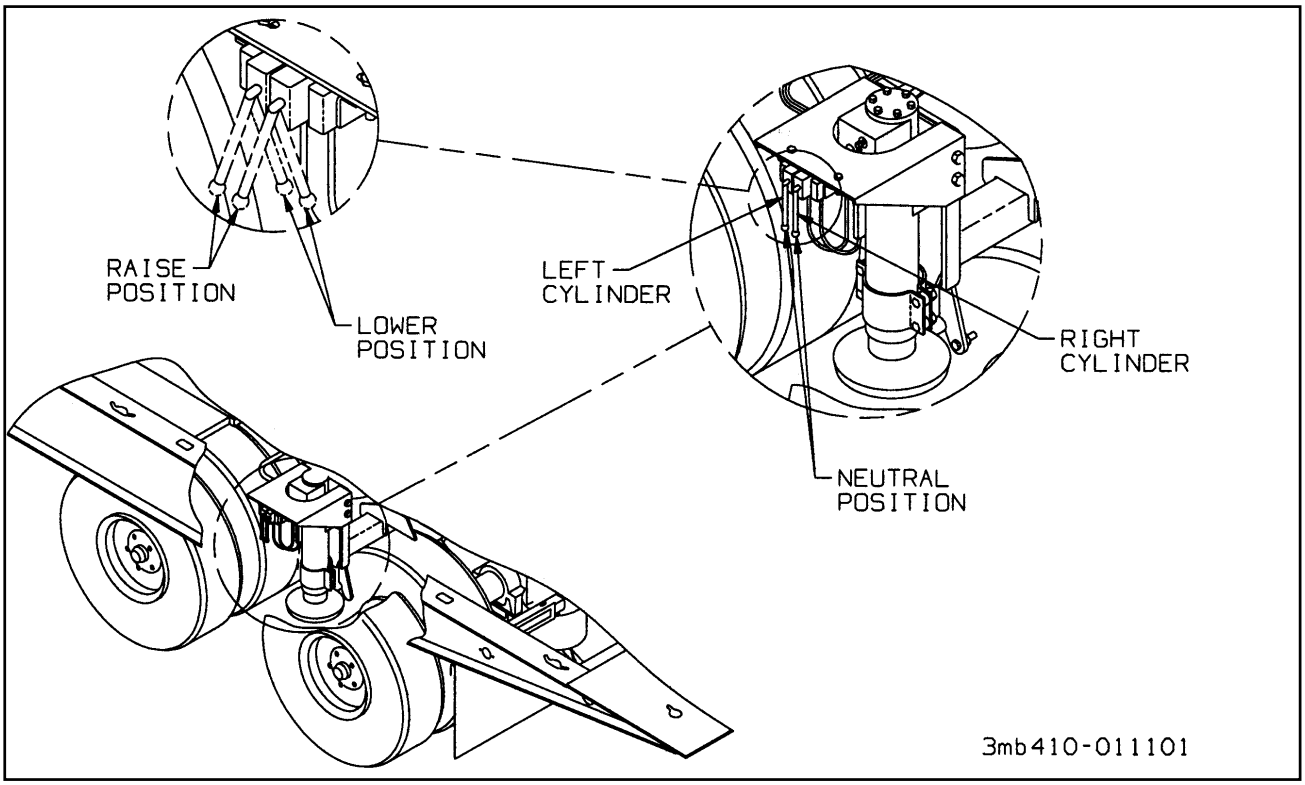

**Figure 3-6 Dock Leveler Controls**
**3-15.2** The **DOCK LEVELER CONTROLS** are located under the deck, on the driver's side, between the axles **(See Figure 3-6)**. The front-most control adjusts the cylinder on the driver's or street side of the trailer. The rear-most control adjusts the cylinder on the curb-side of the trailer. Both controls have three position.